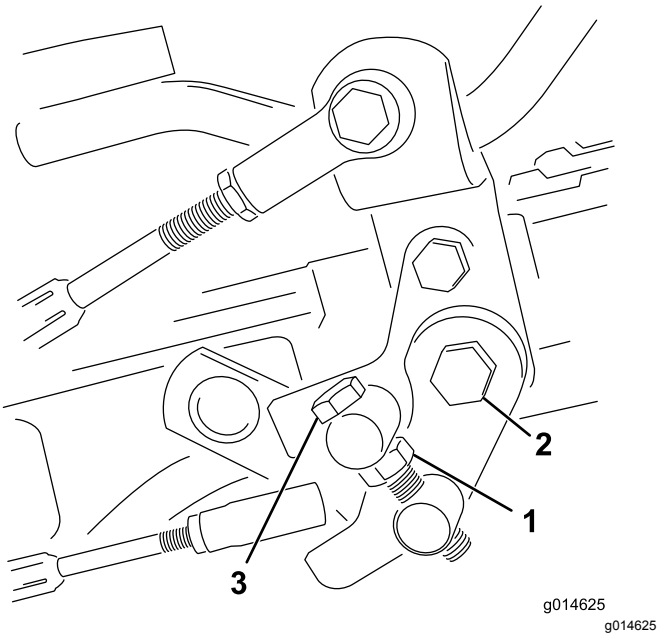

Figur 36
1. Løsne låsemutteren på vuggetappbolten (Figur 36).
4. Stram låsemutteren på vuggetappbolten og mutteren på pedaltappen for å låse justeringen (Figur 36). Sjekk justeringen, og juster etter behov.